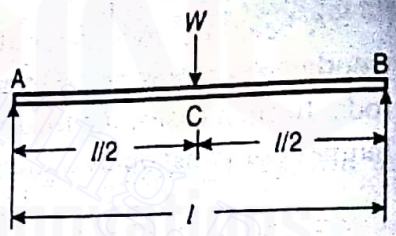

Fig. 2.24
1. *Simply supported beam with a central point load.* A simply supported beam AB of length l and carrying a point load at the centre of the beam at C is shown in Fig. 2.24. The deflection at point C (it is the maximum deflection) is